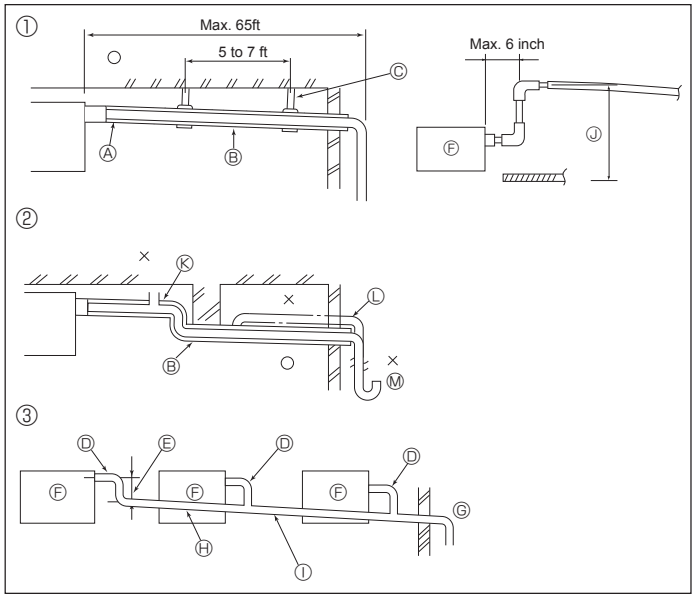

Fig. 5-1
5.1. Drainage piping work (Fig. 5-1)
① Correct piping
② Wrong piping
③ Grouped piping